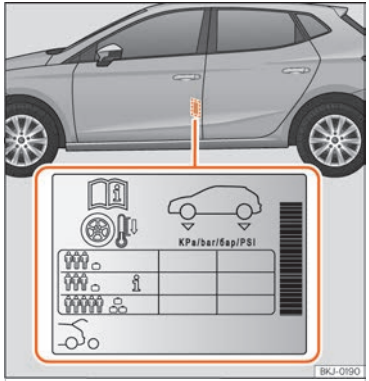

Fig. 182 Ubicació de l'adhesiu de la pressió d'inflament dels pneumàtics.
- Adapteu la pressió dels pneumàtics a la càrrega que porta el vehicle ››› fig. 182.
Els valors de la pressió d'inflament s'indiquen a l'etiqueta adhesiva situada a la zona posterior del marc de la porta davantera esquerra ››› fig. 182.
La pressió dels pneumàtics s'ha d'adaptar a la càrrega actual del vehicle. Si el vehicle anirà carregat al màxim, heu d'augmentar la pressió d'inflament al valor màxim de càrrega indicat a l'etiqueta adhesiva ››› fig. 182.
En el cas d'una roda d'emergència minimitzada (125/70 R16 o 125/70 R18), infleu-la a 4,2 bar de pressió segons s'indica a l'etiqueta de pressió dels pneumàtics ››› fig. 182.
En funció del vehicle, es pot adaptar la pressió d'inflament dels pneumàtics a mitja càrrega per augmentar el confort de marxa (pressió d'inflament ℹ ››› fig. 182). Quan se circula amb la pressió d'inflament de confort, es pot incrementar lleugerament el consum de combustible.
- **El conductor és responsable que tots els pneumàtics del vehicle estiguin inflats a la pressió correcta. La pressió d'inflament recomanada s'indica en un adhesiu ››› fig. 182.**
- **Amb els pneumàtics en fred, s'ha de mantenir sempre la pressió indicada a l'adhesiu ››› fig. 182.**